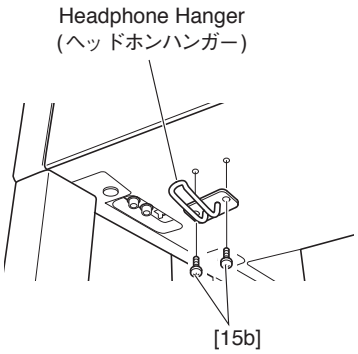

Fig.1（図 1）
Remove the two (2) screws marked [15b]. The headphone hanger can then be removed. (Fig.1)
[15b] のネジ 2 本を外し、ヘッドホンハンガーを外します。（図 1）